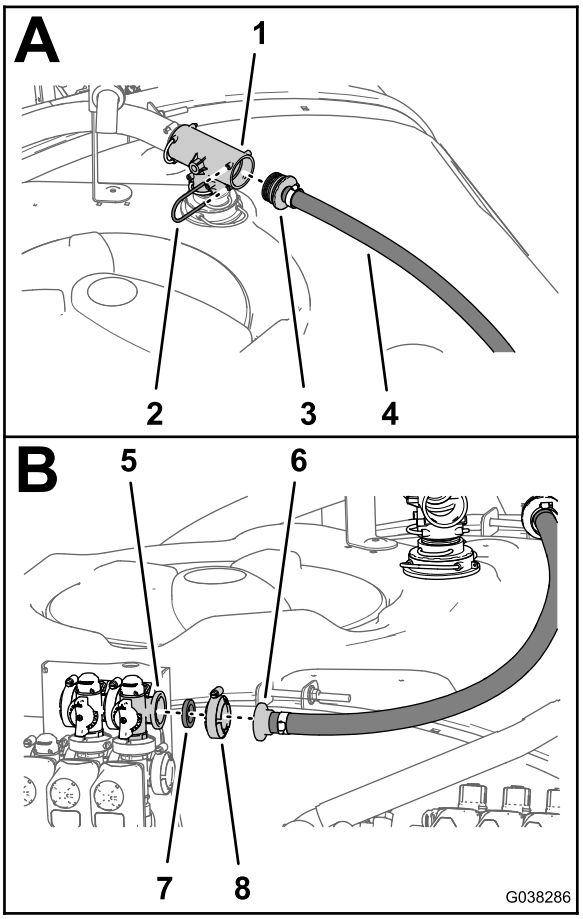

Figura 68
1. Monte a união estriada reta da tubagem de distribuição (2,5 x 110 cm) na porta traseira da união em T na parte superior do depósito de pulverização (Figura 68).
4. Alinhe a flange da união estriada reta e da junta (1 pol. x 1⅜ pol.) com a flange da válvula de distribuição (Figura 68).